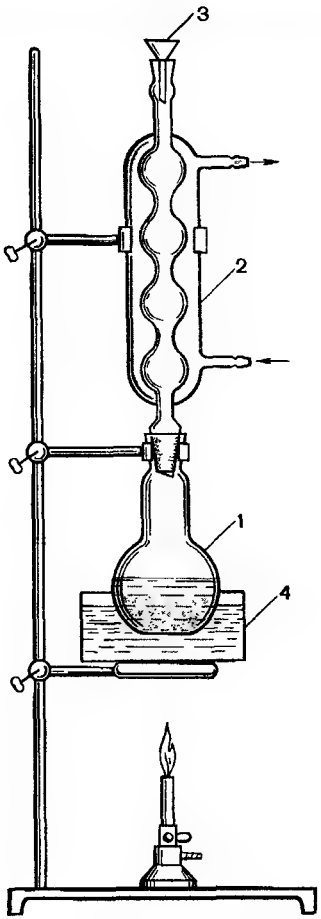

Рис. 20.12. Прибор для растворения перекристаллизуемого вещества.
В круглодонную колбу вместимостью 200 мл, снабженную обратным холодильником (см. рис. 20.12), помещают 3,4 г растертого в порошок перманганата калия, 1,2 мл толуола, 75 мл воды и 2—3 кусочка неглазурованного фарфора в качестве «кипятильников». Смесь кипятят на песчаной бане в течение 3—4 ч при периодическом взбалтывании. В процессе реакции исчезает фиолетовая окраска перманганата калия и появляется бурый осадок оксида марганца(IV). Если реакционная смесь по истечении указанного времени остается окрашенной, то через форштосс холодильника добавляют несколько капель этанола до полного обесцвечивания раствора. Смесь охлаждают, осадок отфильтровывают на воронке Бюхнера с отсасыванием и промывают на фильтре горячей водой (2 порции по 10 мл). Фильтрат, содержащий бензоат калия, упаривают в фарфоровой чашке до объема 15—20 мл и добавляют к нему 20% раствор хлороводородной кислоты до кислой реакции на лакмус. Выпавшую бензойную кислоту отфильтровывают на воронке Бюхнера, промывают на фильтре ледяной водой и перекристаллизовывают из воды с добавлением активированного угля. Выход ~ 70%, т. пл. 122 °С.
В круглодонную колбу вместимостью 50 мл, снабженную обратным холодильником (см. рис. 20.12), помещают 2,5 г фенилсалицилата и 15 мл 10% раствора гидроксида натрия. Смесь кипятят в течение 1,5—2 ч на песчаной бане. После этого смесь охлаждают и пропускают в нее оксид углерода(IV) из аппарата Киппа до полного разложения феноксида натрия. Затем колбу присоединяют к прибору для перегонки с паром и отгоняют фенол с водяным паром, отбирая при этом ~ 300 мл дистиллята. Оставшийся в перегонной колбе раствор салицилата натрия упаривают в фарфоровой чашке до объема ~ 15 мл и добавляют 20% раствор хлороводородной кислоты до сильно кислой реакции на лакмус. Выпавший осадок сали-